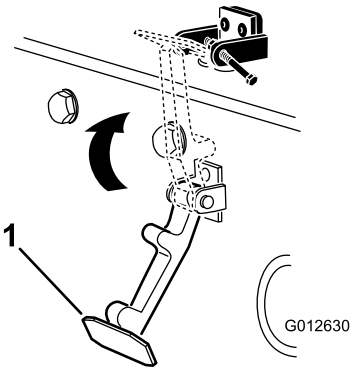

**Figur 9**
6. Hekt låsen på panserlåsbraketten (Figur 9).